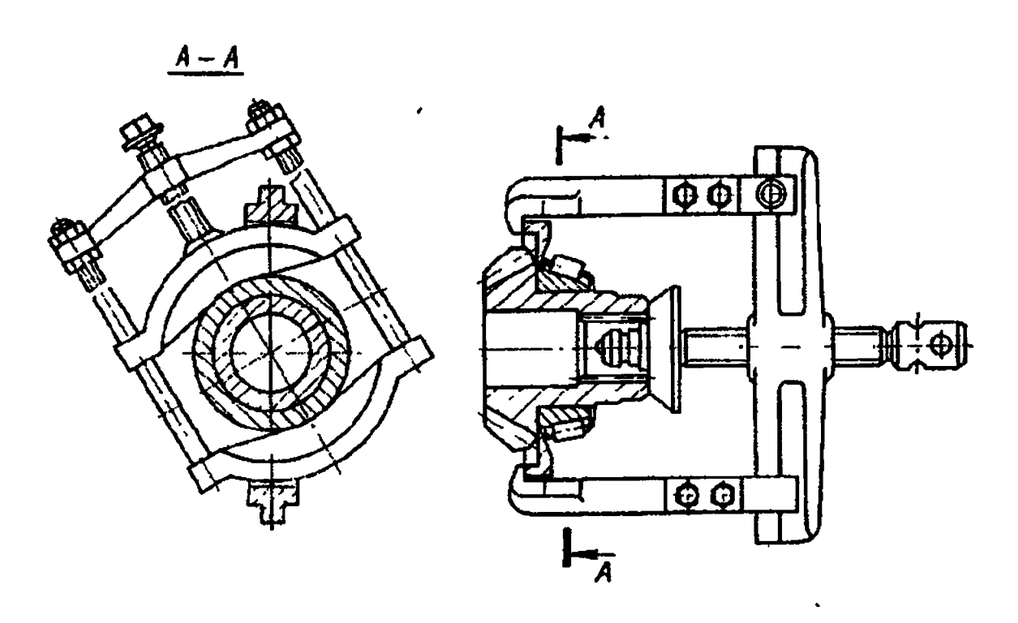
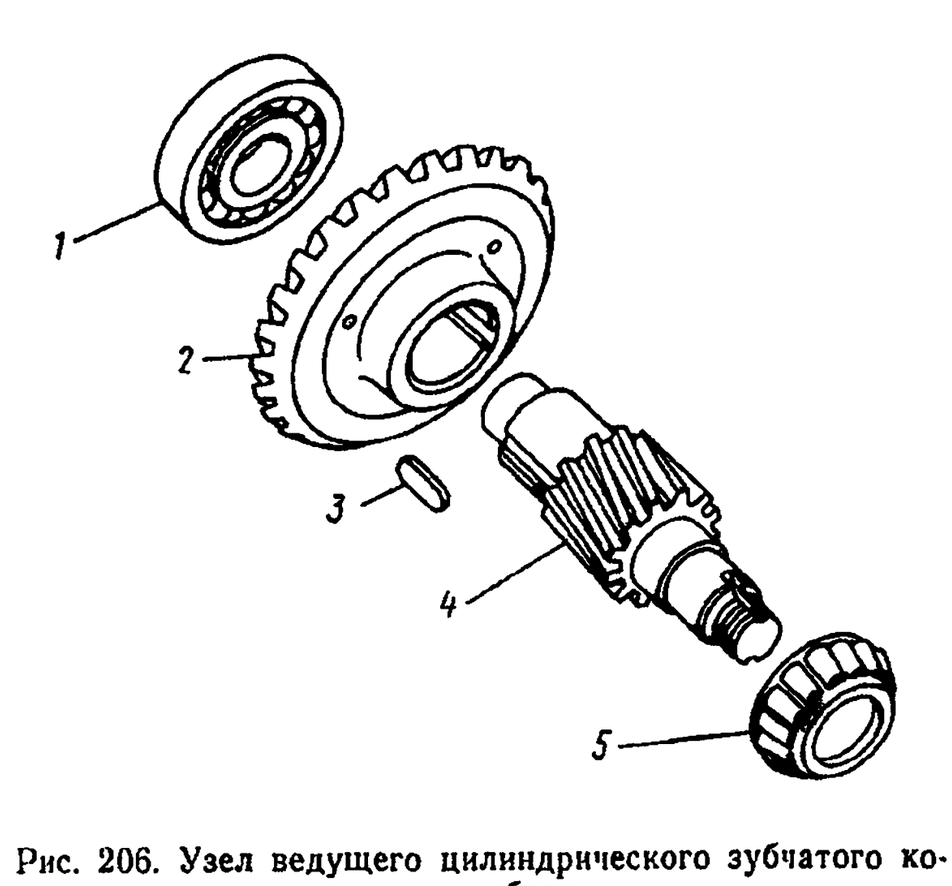
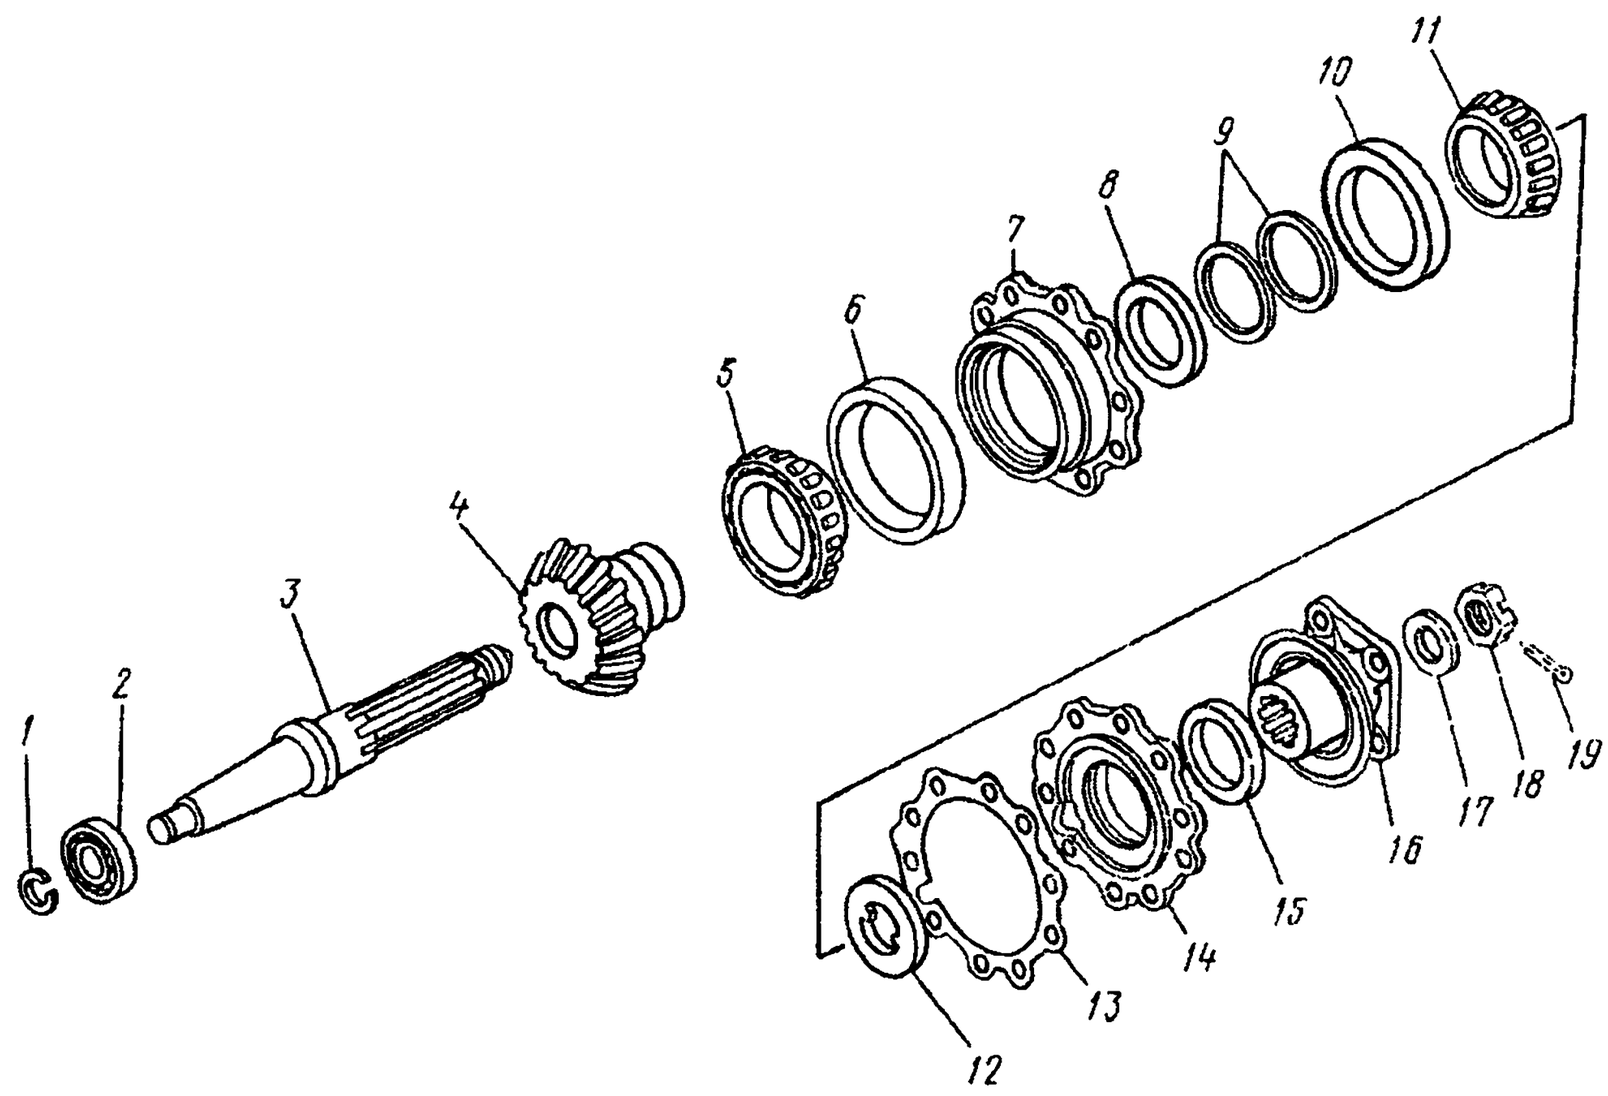

Рис. 205. Снятие внутренних колец подшипников ведущих зубчатых колес съемником
Рис. 206. Узел ведущего цилиндрического зубчатого колеса в сборе:
Рис. 207. Узел ведущего конического зубчатого колеса:
39 Спрессуйте съемником (рис. 205) внутреннее кольцо *5* (рис. 206) конического подшипника	Съемник
44. Расшплинтуйте и отверните гайку *18* (рис. 207) крепления фланца *16* ведущего конического зубчатого колеса	Молоток, накидной ключ 46 мм, плоскогубцы, отвертка
49. Спрессуйте с вала ведущее коническое зубчатое колесо *4*, спрессуйте съемником (см. рис. 205) с зубчатого колеса внутреннее кольцо *5* подшипника (см. рис. 207)	Съемник
57. Напрессуйте на ведущий вал *3* (см. рис. 207) роликовый подшипник *2*, установите стопорное кольцо *1* — Пресс, оправка